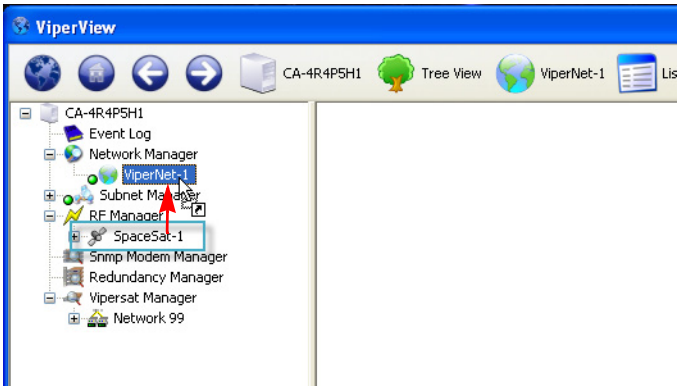

Figure 3-47 Drag Satellite to Network
1. Locate the satellite for this network/group in RF Manager, click-hold and drag-and-drop it onto the network/group icon as shown in figure 3-47.